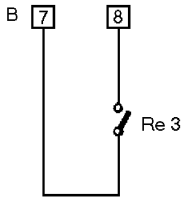

Fig 14
- Galvaniskt skild strömreläfunktion, se fig 14 på sid 12.